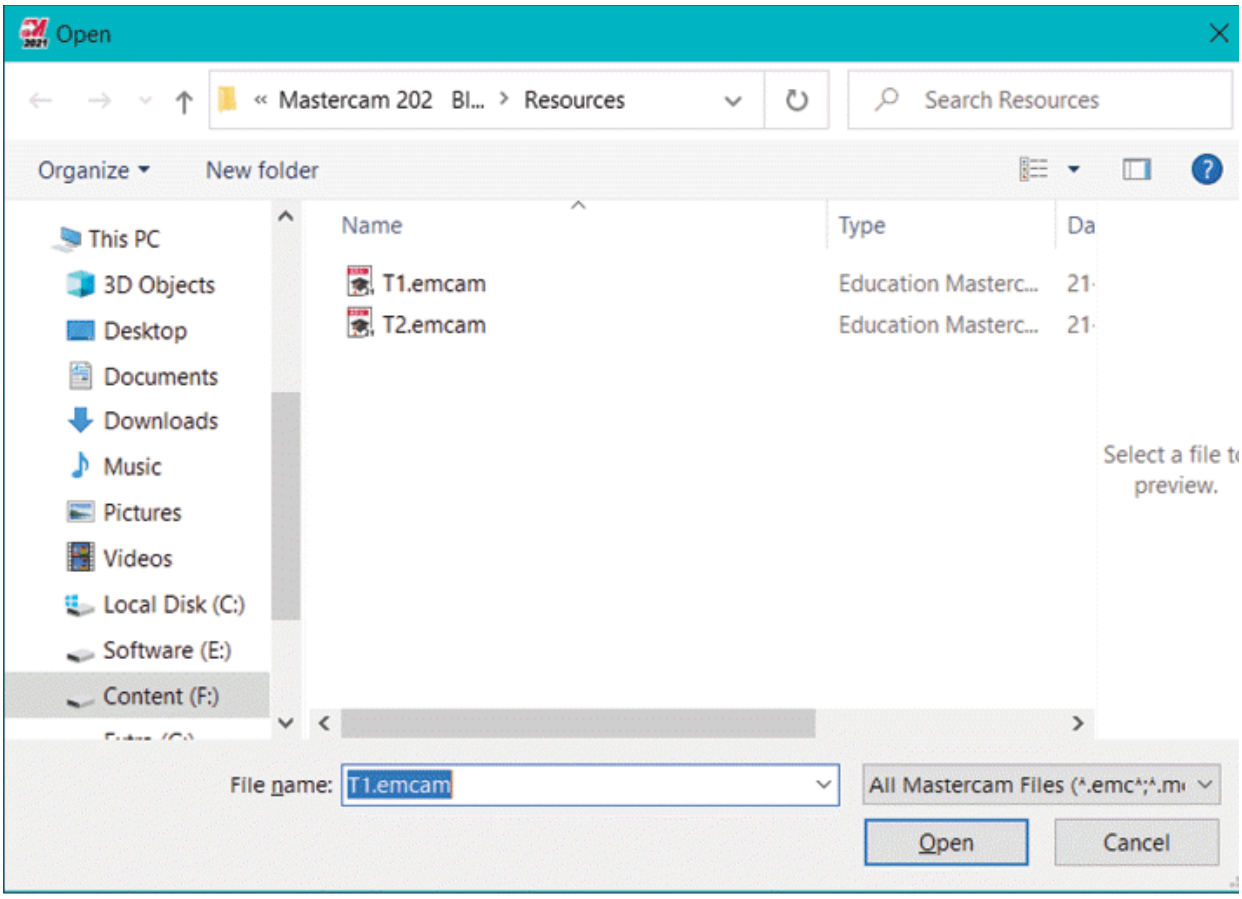

Figure-52. Open dialog box
- Click on the **OK** button to allow geometry comparison. The **Open** dialog box will be displayed; refer to Figure-52.